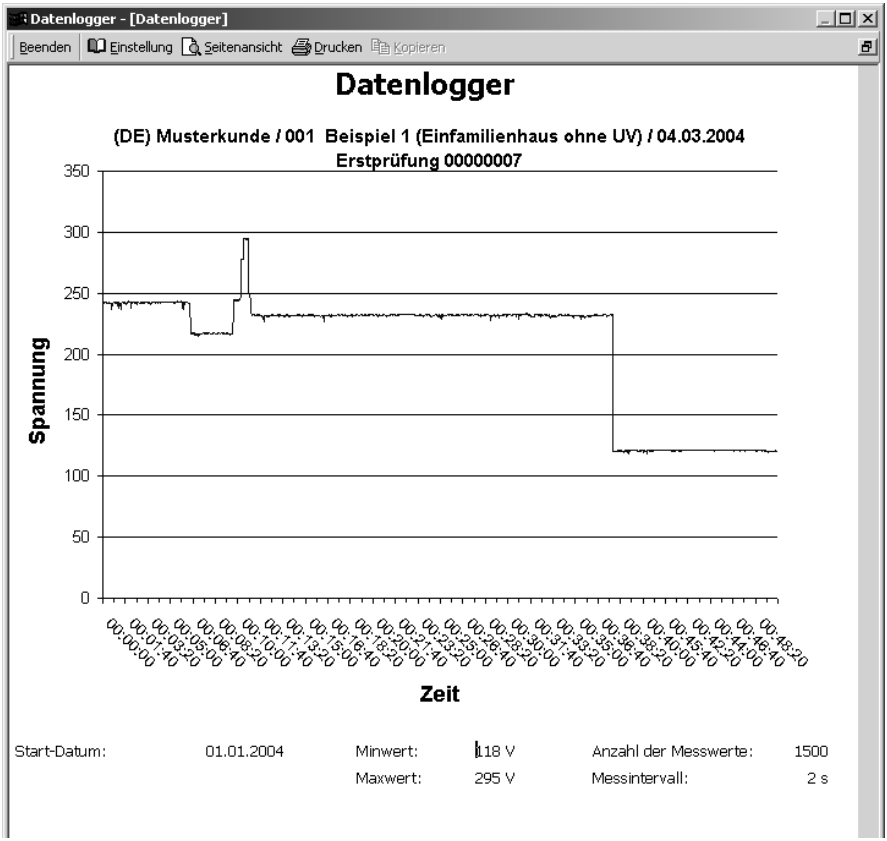

Bild 8.4: Fenster "Datenlogger", grafische Darstellung
Im Fenster "Prüfung" wurde die Schaltfläche "Datenlogger" (A) aktiviert. Durch einen Klick auf diese Schaltfläche erscheint ein Fenster, in dem Sie die Datenlogger-Messungen ansehen und ausdrucken können. Siehe Bild 8.4.